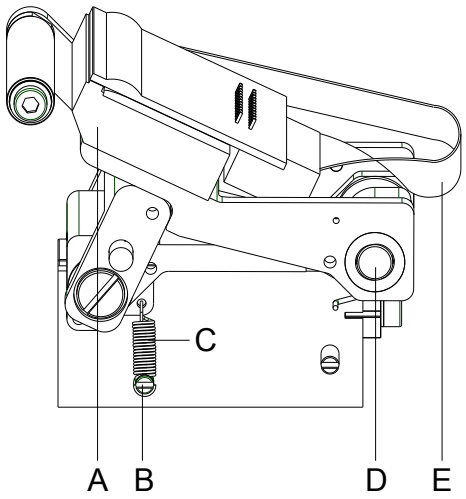

Figura 18
3. Scollegare il cavo (E, Figura 18) dalla testina di stampa (A, Figura 18).